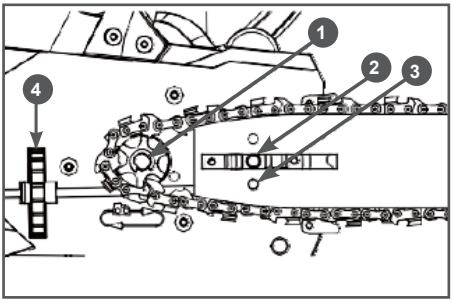

Рис. 3. Установка цепи
5. Наденьте пильную цепь на звездочку 1 (Рис. 3), одновременно надев шину на шпильку 2 шины (совместив паз шины и шпильку, а также палец натяжения цепи 3 с отверстием для пальца в основании шины). Поворачивайте колесо 4 натяжителя цепи, чтобы отрегулировать положение цепи, пока она не войдет в направляющую шину (Рис. 3).